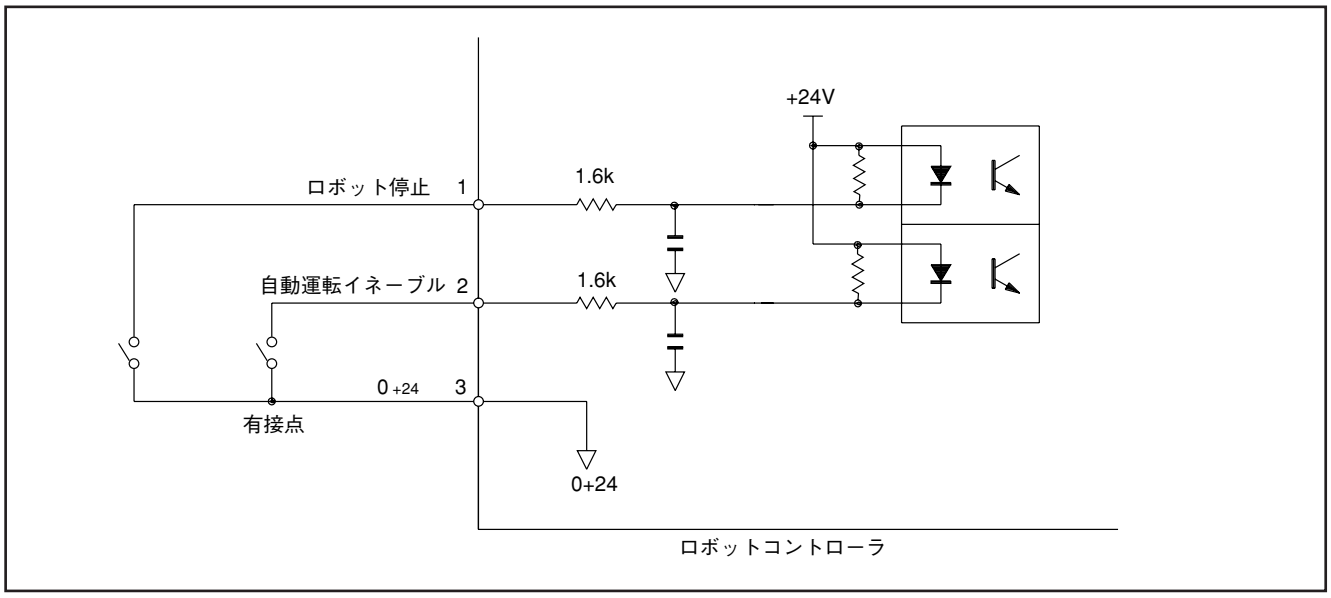

図５－49　入力回路（ロボット停止，自動イネーブル）
⑦「ロボット停止」と「自動運転イネーブル」の信号については、必ず有接点のハード回路で構成してください。
⑧これらの信号だけは、他の入力回路と異なり、図５－49のような回路構成で、電源はロボットコントローラからのものを使用します。